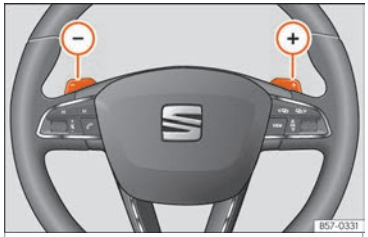

Fig. 249 Volante: leve per il cambio automatico.
– Premere la leva a bilanciere del cambio ⊕ per inserire una marcia superiore ››› **fig. 249**.